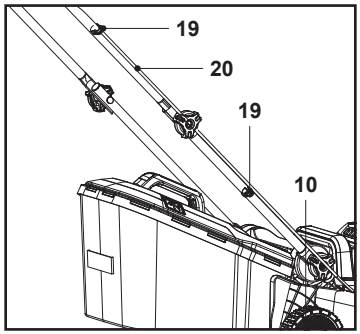

**Fig. 4**
6. Fixer le cordon de commande (20) à l'aide des deux serre-câbles (19) (Fig. 4).